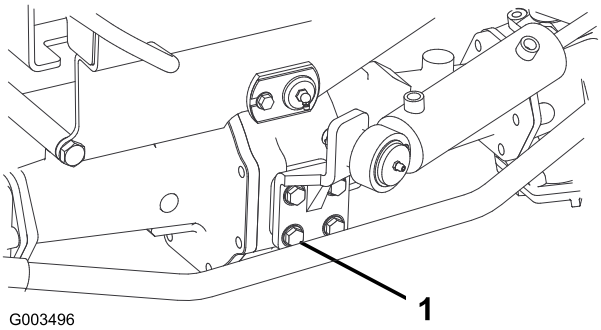

Figur 55
2. Kontrollera åtdragningen av styrcylinderns fästbultar (Figur 55).